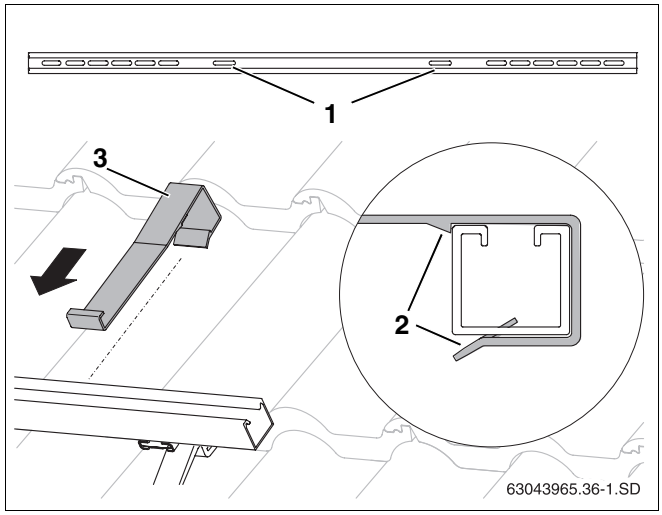

Abb. 34 Abrutschsicherung einhängen
- Abrutschsicherungen (Abb. 34, **Pos. 3**) jeweils in den innen liegenden Langlöchern (Abb. 34, **Pos. 1**) soweit über die Profilschienen schieben, bis sie einrasten (Abb. 34, **Pos. 2**).